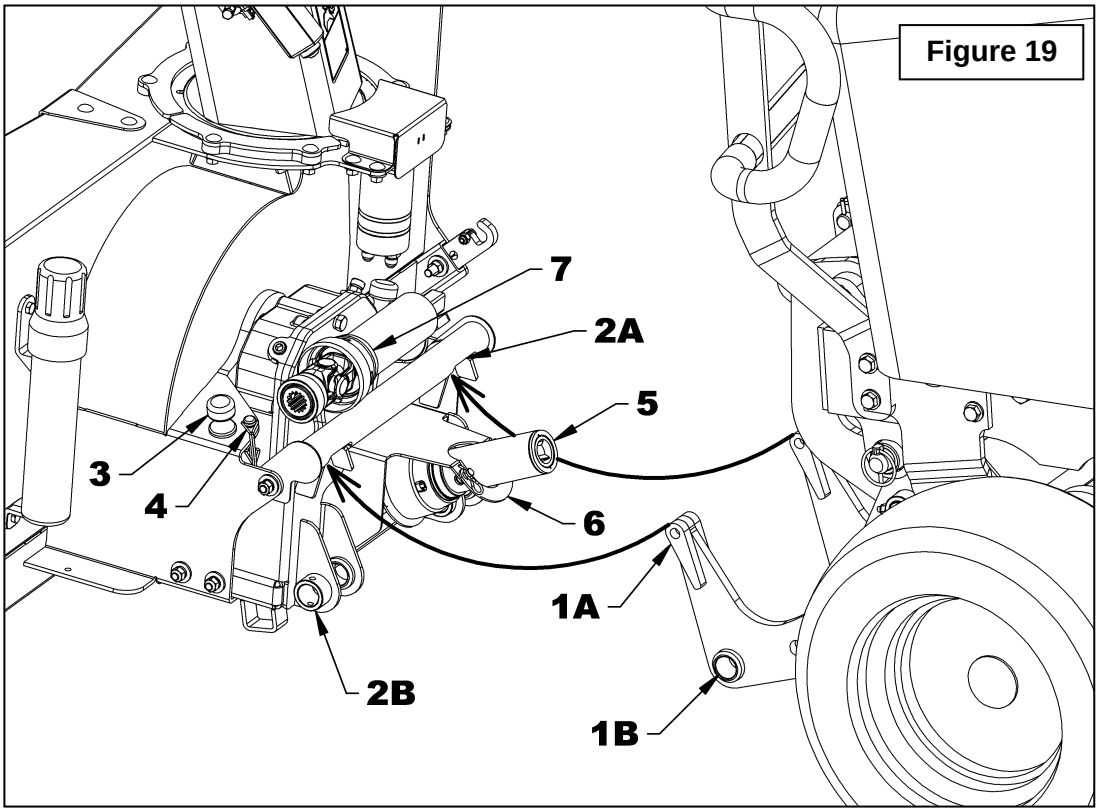

Figure 19
4. **Figures 19:** S'assurer que les arbres à cardan ainsi que les points de connexion des deux attaches (items 1A, 1B, 2A et 2B) sont propres et qu'ils ne sont pas recouverts de neige ou de glace.
5. **Figure 19:** S'assurer que les deux goupilles de l'attache de la souffleuse (item 3) et les deux goupilles de verrouillage rondes (items 4) sont bien installées sur le bâti de la souffleuse.
6. **Figure 19:** S'assurer que le demi-arbre à cardan de la souffleuse (item 5) est bien installé sur le support en "U" (item 6) du garde protecteur de la souffleuse.
7. **Figure 19:** S'assurer que le demi-arbre à cardan mâle (item 7) est bien déposé sur le dessus de l'attache femelle de la souffleuse.